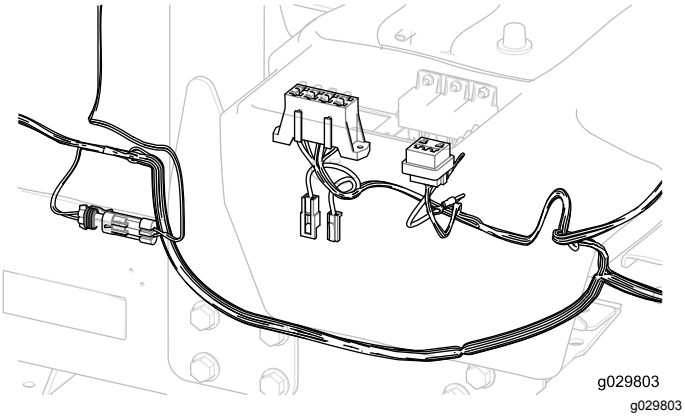

Figur 24
2. Dra upp kablagets säkringsblockenhet från undersidan på traktorenhetens högra del och för in den i säkringsdosans öppning (Figur 24).